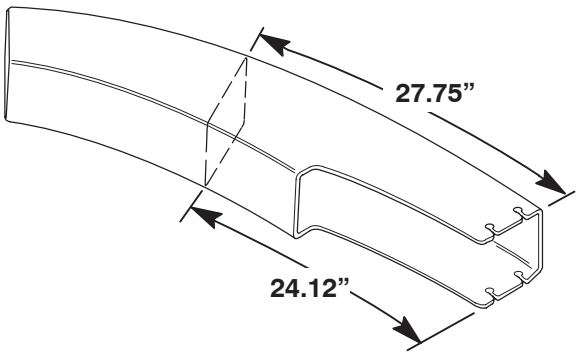

Figure 26
1. Using dimensions shown in Figure 26, use a tape measure and mark the chute.